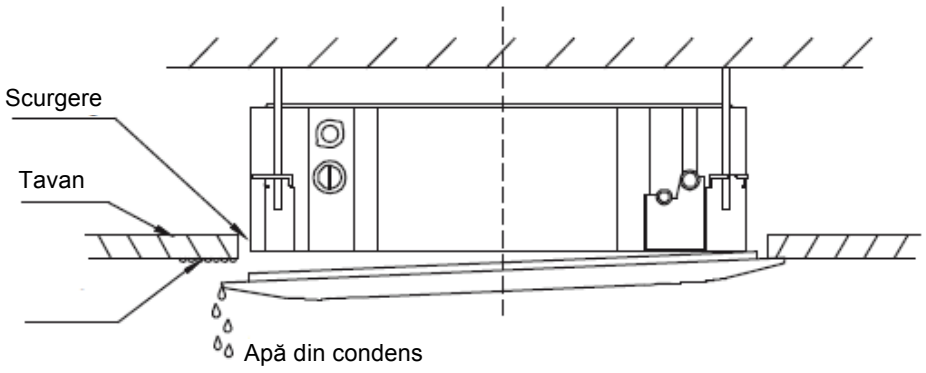

Fig.1-12
- Defecțiunile descrise în Fig. 1-12 pot fi cauzate de o strângere neadecvată a șuruburilor.